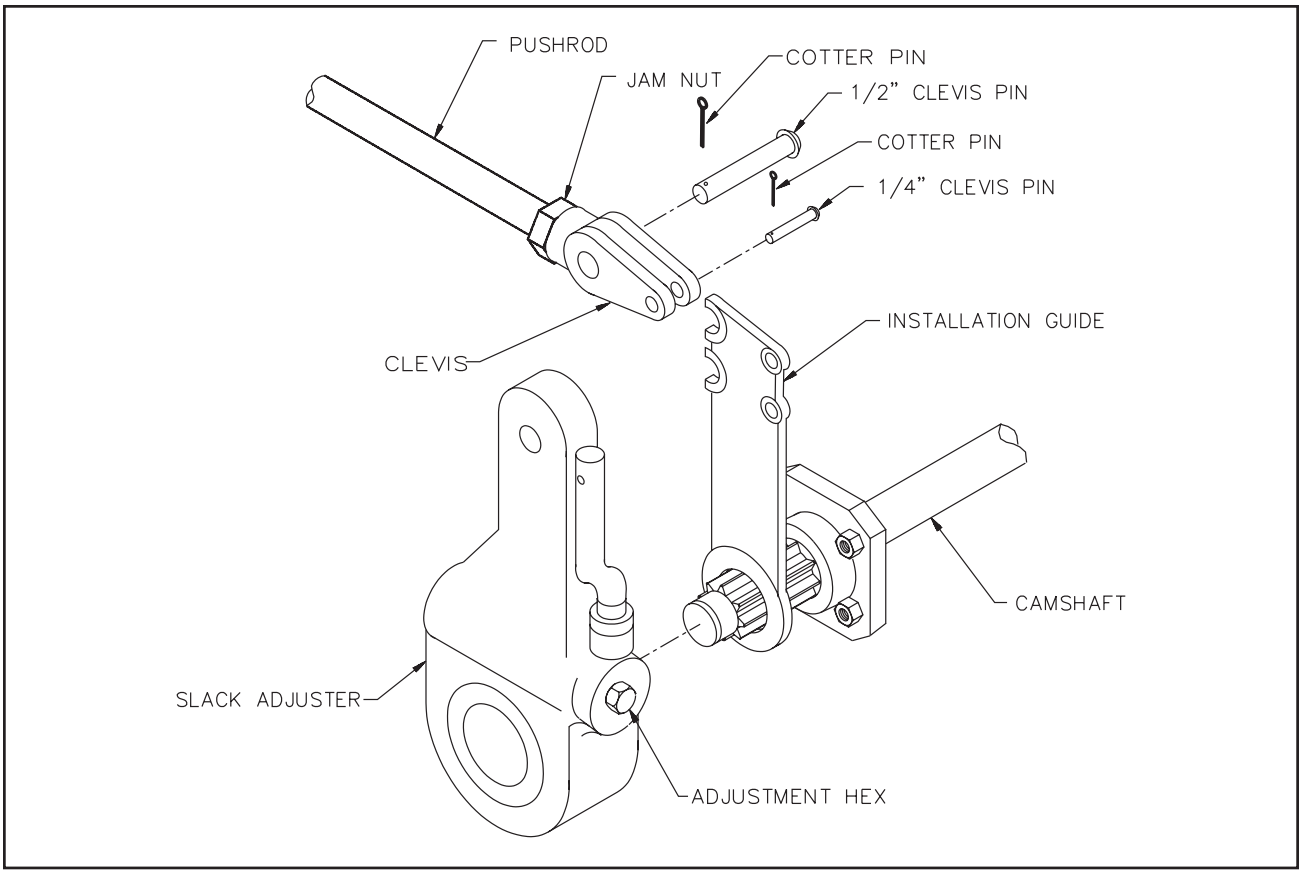

Figure 4-18 Slack Adjuster
4. Disconnect the slack adjuster from the connecting rod by removing the clevis pin **(See Figure 4-18)**.
4. Remount the brake chamber on the axle brackets and reconnect the air service hoses and the slack adjuster connecting rod **(See Figure 4-18).**
a. Operational Check (See Figure 4-18)
b. Replacing Slack Adjuster (See Figure 4-18)